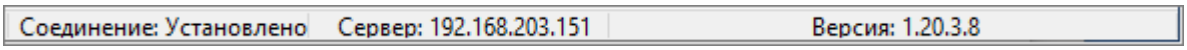

Рисунок 4-17 Информация при верных параметрах БД
– Если параметры базы данных заданы верно, то в контекстной строке будет выведена соответствующая информация с указанием версии Базы данных (см. Рисунок 4-17).